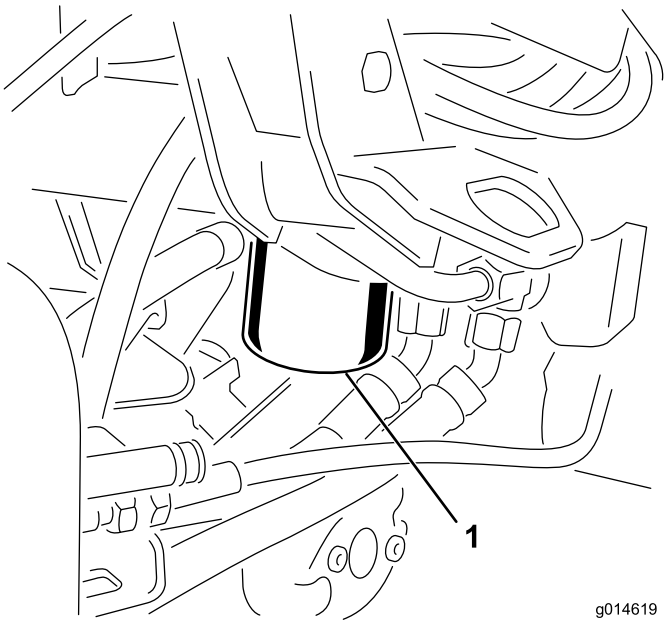

**Figure 50**
1. Nettoyez la zone autour de la surface de montage du filtre (Figure 50). Placez un bac de vidange sous le filtre et enlevez le filtre.